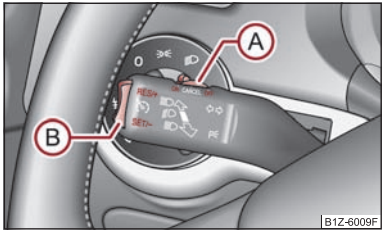

Fig. 88 Manette de commande: Interrupteur et contacteur du régulateur de vitesse
– Poussez le contacteur (A) ⇒ fig. 88 pour le mettre sur **ON**.
– Une fois la vitesse souhaitée obtenue, appuyez sur l'interrupteur (B) pour la mettre sur la position **SET**.
- Vous pouvez **augmenter** la vitesse mémorisée sans actionner la pédale d'accélérateur en appuyant sur la touche à bascule (B) ⇒ page 84, fig. 88 pour la mettre sur la position **RES**.
Un relâchement de la pédale de frein ou d'embrayage et l'appui de la touche (B) ⇒ page 84, fig. 88 en position **RES** permet alors de **reprendre** la vitesse mémorisée.
- Poussez le contacteur (A) ⇒ page 84, fig. 88 vers la droite sur la position **OFF**. ■